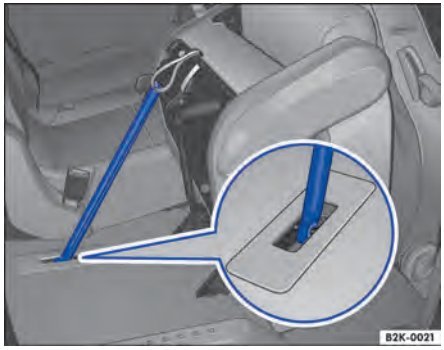

Bilde 67 Andre seterad: Sikre nedfelt sete med stang.
3. Løsne stangen fra holderen, og trykk den inn i setefestet til den går i lås → Bilde 67.